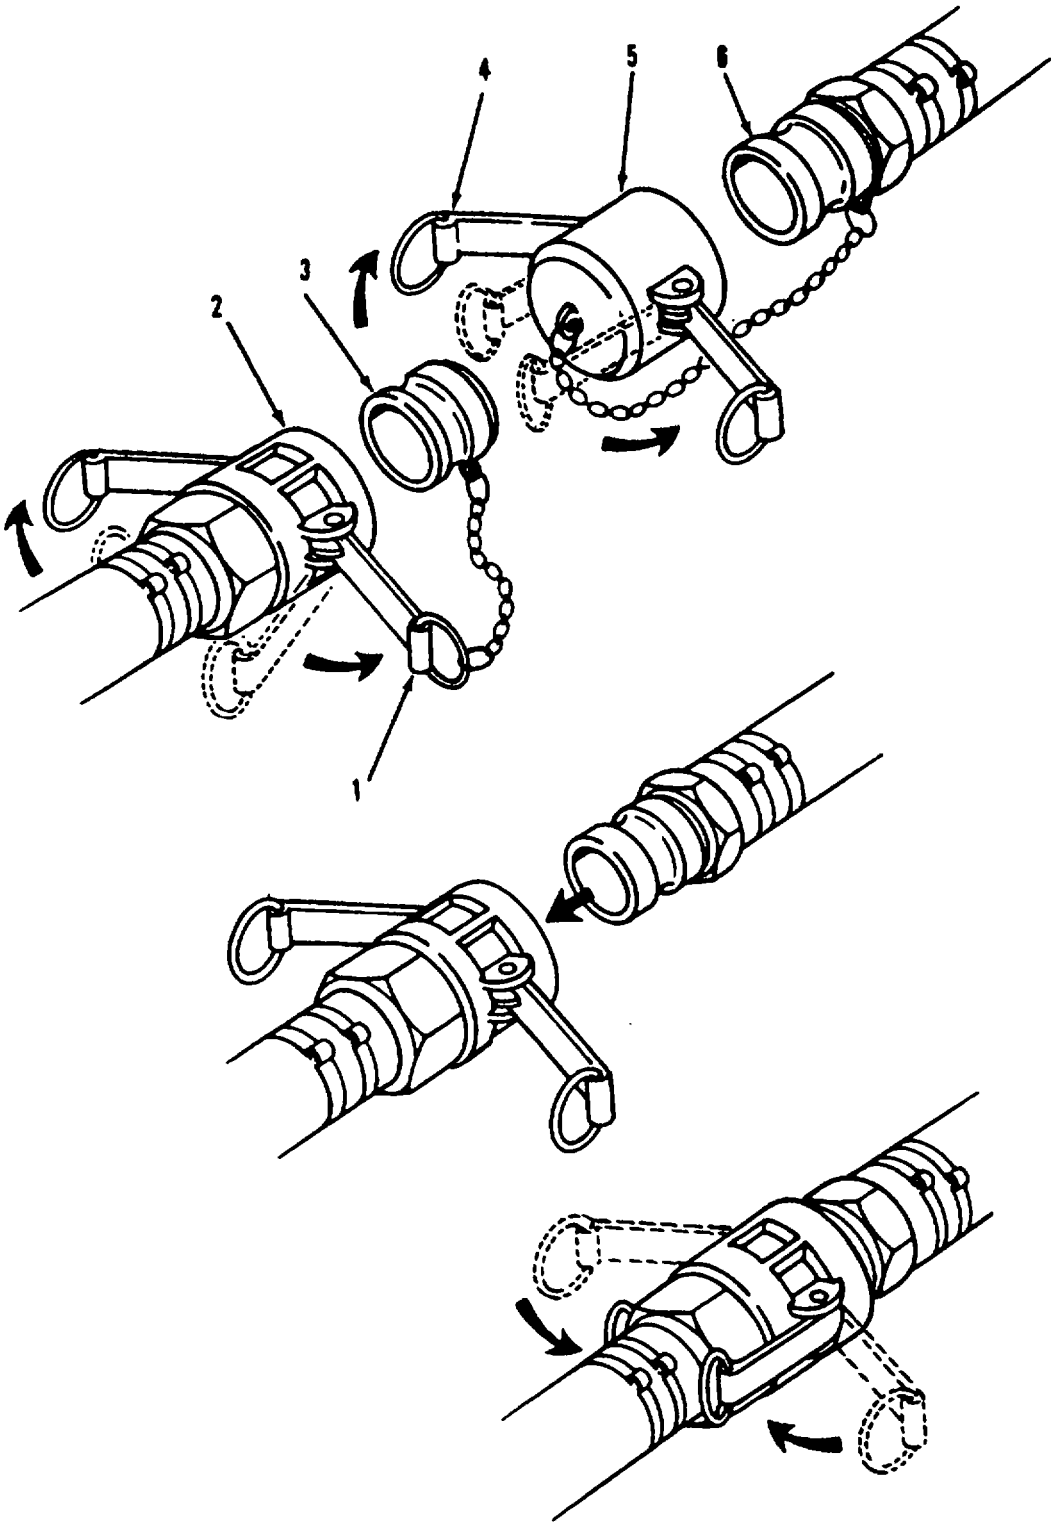

Figure 2-4. Quick Disconnect Couplings
(1) Open triple container. Refer to the applicable TM.
(2) Unpack contents of container. To aid assembly, separate components into groups of similar parts during removal. For example, group all the 4-inch discharge hoses together, then all the 2-inch gate valves, 2-inch discharge hoses and so on until all components are unpacked.
(3) Unpack hypochlorination unit. Refer to the applicable TM.
(4) Unpack 125 GPM pump. Refer to the applicable TM.
c. Quick Disconnect Couplings. (Refer to Figure 2-4).